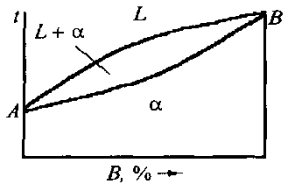

Рис. 27
63. Диаграмма состояния какого типа представлена на рис. 27?